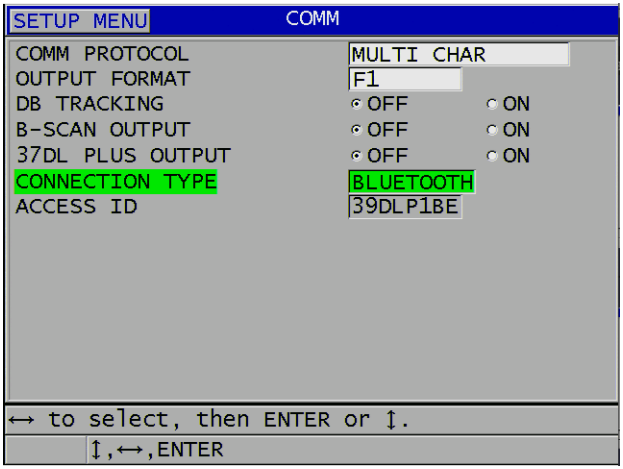

Rysunek 14-4 Konfigurowanie komunikacji Bluetooth
4. Na ekranie **COMM** (Komunikacja) ustaw opcję **CONNECTION TYPE** (Typ połączenia) na **BLUETOOTH** (patrz Rysunek 14-4 na stronie 289).